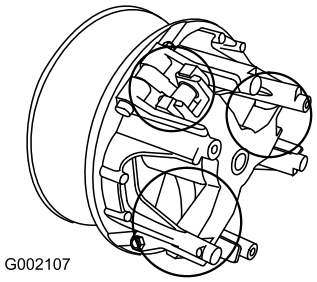

Figur 47
5. Smør de bevægelige dele på de steder, der er cirklet ind Figur 47 ved hjælp af Toros tørre smøringsspray, som fås hos en autoriseret Toro-forhandler eller -distributør.